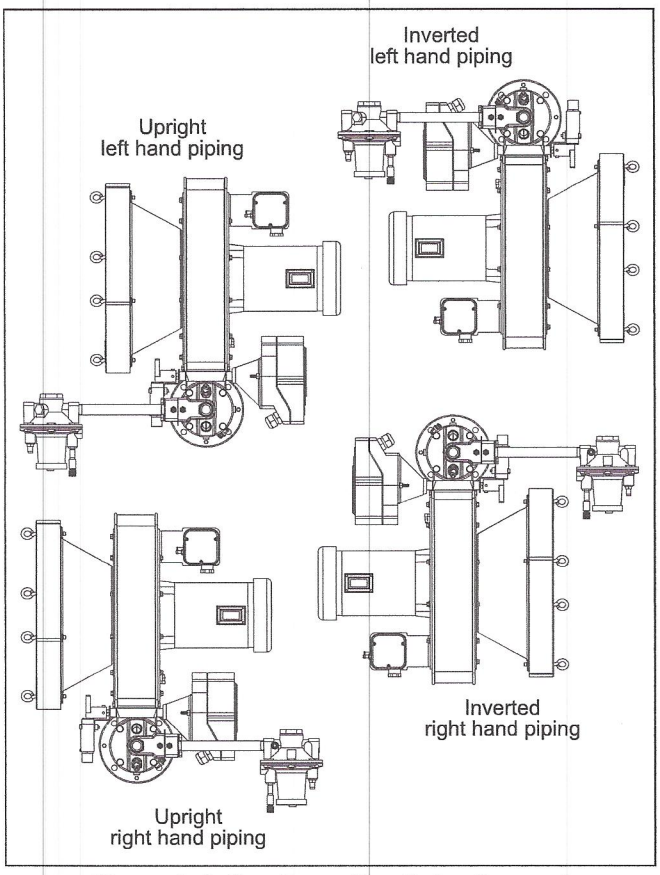

**Figure 3.1. Configuration Selection and Motor Orientation Choice**
- **Fuel Type:** Variation in calorific value, specific gravity and WOBBE index will affect burner performance. If any of these parameters change more than ±5% from Figure 3.1 contact Eclipse to check the suitability of the fuel. Performance data, dimensions and specifications are given for each RatioAir in Datasheets 115-1 through 115-11.